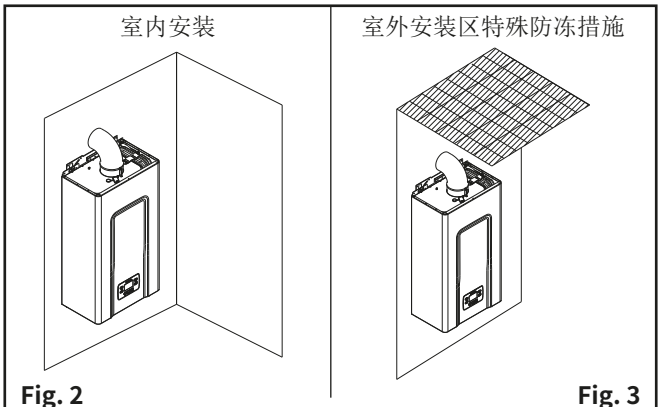

Fig. 2　Fig. 3
- MINI N 锅炉可以安装在室内 (Fig.2) 或有防护设置 的室外空间 (Fig.3)，锅炉不得直接裸露于室外安装。